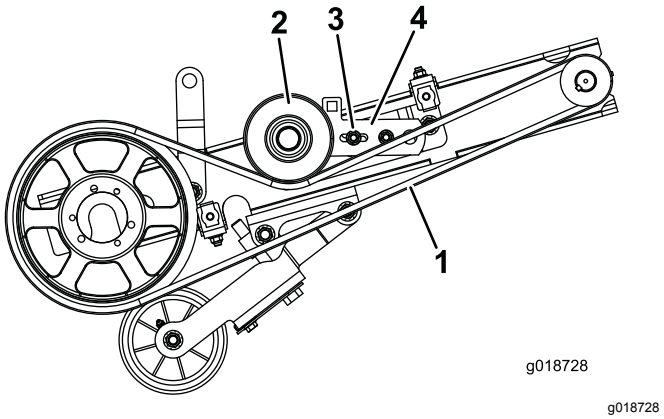

Figura 24
1. Retire a porca e o parafuso que prendem o suporte da polia intermédia (parafuso no orifício ranhurado no suporte) ao suporte de ajuste da tensão (Figura 24).
4. Retire a proteção da correia inferior e a correia de transmissão do cilindro (Figura 24).